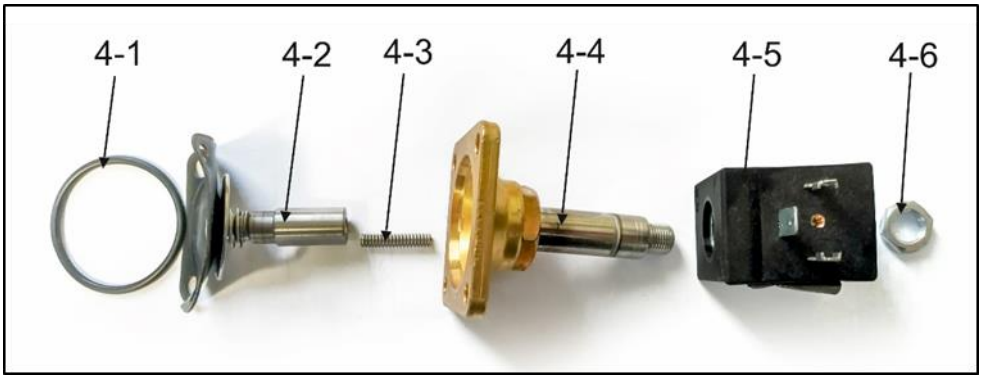

Abb. 32: Zusammenbau eines Magnetventils
- Trennen Sie die Ventilverbindung (1).
- Lösen Sie die 4 Schrauben (2).
- Entfernen Sie das Magnetventil (3).
- Installieren Sie das Magnetventil (Abb. 32).
- Installieren Sie das neue Magnetventil mithilfe der 4 Schrauben (2) und verwenden Sie eine Schraubensicherung an den Schraubengewinden (z. B. Loctite 243).